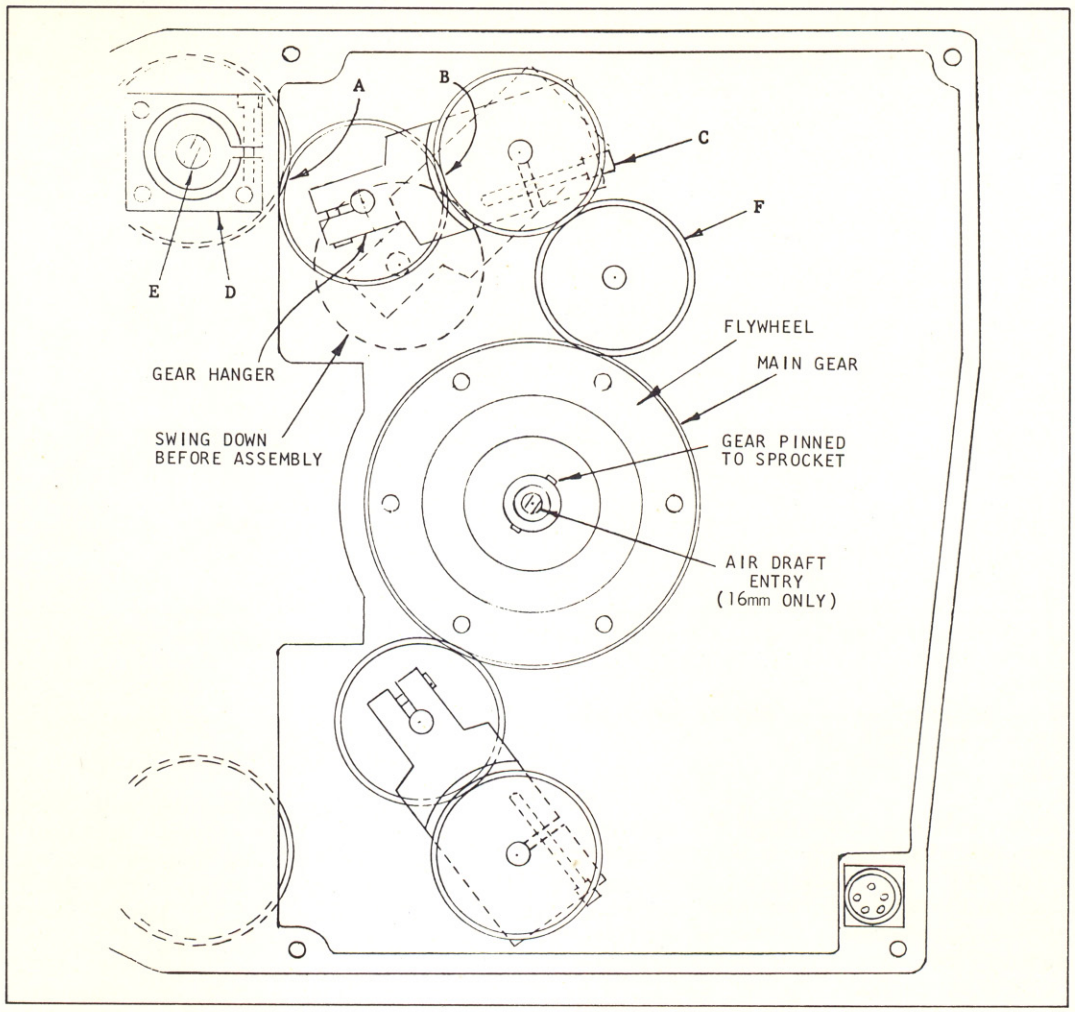

Figure 3. Soundhead Gear Case (Viewed from Rear with Cover Plate Removed)
Remove fader drive from picture head gear case cover. (Refer to pages 71 and 72 of Printer Manual.) Remove motor and belt drive assembly. Remove picture head gear case cover. Before assembling soundhead assembly onto picture head gear case, refer to sketch "Soundhead Gear Case," Figure 3.
(1) Remove back cover plate from soundhead gear case casting. As it will be necessary to use an Allen wrench on the screw (C) which is in close proximity to the two gears, extreme care must be exercised to prevent the wrench from striking either gear. Then proceed as follows:
(2) Loosen screw (C) slightly and swing nylon gear hanger downwards (upper gear hanger only). Do not move the lower gear hanger. Tighten screw (C) to hold hanger in this position. Mount the soundhead assembly onto the picture head gear case and tighten all mounting screws.
(3) Loosen the screw (C) and carefully mesh the nylon gear with its mating gear of the picture head. (As shown in Figure 3.) Adjust the swing of the hanger bracket so that the gear mesh at "A" exactly matches that at "B." To determine the correct mesh, match the amount of backlash.
(4) Tighten screw (C) securely.
(5) Replace back cover.